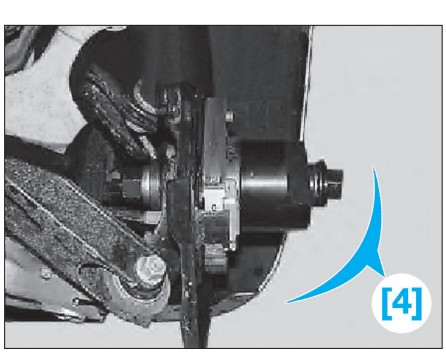

Fig. 58
• Extraire le roulement de roue avec l'outil [4] **(Fig.58)**.